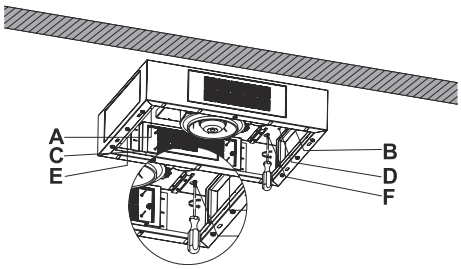

Fig. 14
4. Spänn skruvarna på punkterna A, B, E & F (Fig. 14).
Montera fast motorkabinettet på punkterna C & D med 5,5 x 60 skruvar (Fig. 14).